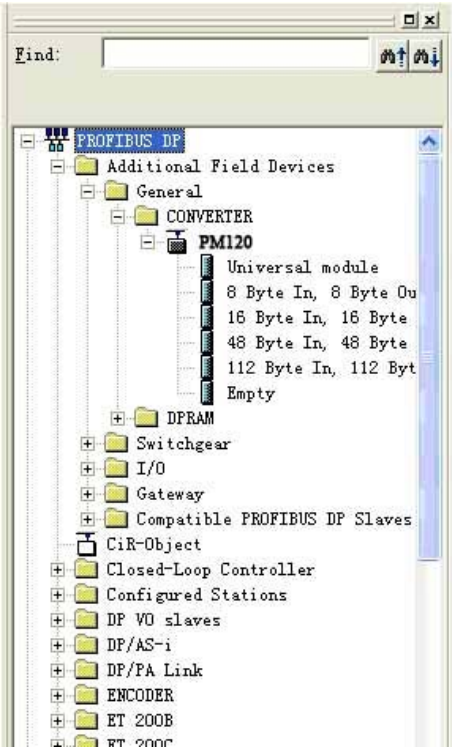

图 6
6. 您可以在这里找到您注册的设备，右侧窗口/Profibus DP/Additional Field Devices/Converter/PM120U/，如图 6 所示